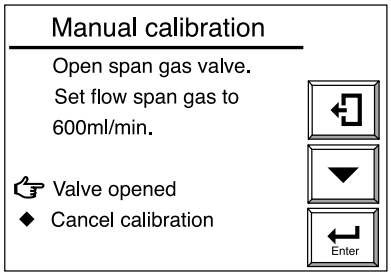
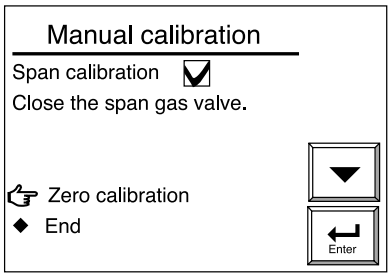

Figura 10.15 Display Calibrazione manuale
Figura 10.16 Display Calibrazione manuale
(2) Regolare quindi la portata a 600 ml/min ±60 ml/min utilizzando la valvola gas di span "AIR" (la sfera di controllo portata arresta il flusso sulla linea verde quando la valvola viene aperta lentamente). Per ruotare lo stelo della valvola, allentare il controdado e girarlo con un cacciavite a lama piatta. Ruotando lo stelo della valvola in senso antiorario la portata aumenta.
(3) Dopo aver regolato la portata, stringere il controdado della valvola.
(4) Selezionare Valve opened (per avviare la calibrazione) nel display Manual calibration illustrato nella figura 10.15. Controllare il display Trend graph per verificare che il valore misurato si sia stabilizzato. Premere quindi il tasto [Enter]. Viene visualizzato il display Manual Calibration illustrato nella figura 10.16. Staccare il cavo di alimentazione per arrestare la pompa.
(1) Quando durante la calibrazione viene visualizzato il display illustrato alla figura 10.15, aprire la valvola di taratura della portata del gas di span e regolare la portata a 600 ml/min +/- 60 ml/min. Ruotare lentamente il regolatore della valvola in senso antiorario dopo aver allentato il controdado. Per controllare la portata, servirsi del misuratore della portata di calibrazione. Se la pressione del gas da misurare è molto alta, regolare la pressione del gas da misurare per ottenere le pressioni (elencate nella tabella 10.6) ±10%.
(2) Regolare la portata e selezionare Valve opened nel display Manual Calibration. Controllare il display Trend graph per verificare che il valore misurato si sia stabilizzato. Premere quindi il tasto [Enter] . Viene visualizzato il display Manual Calibration illustrato nella figura 10.16.
(3) Chiudere la valvola di taratura della portata del gas di span per arrestare il flusso di gas di span (aria). Accertarsi che il controdado sia stretto, al fine di evitare fughe di gas di span nel sensore durante la misura.